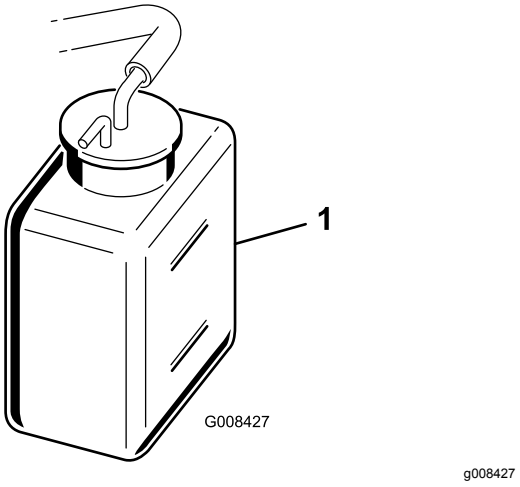

**Figur 45**
2. Kontrollera kylvätskenivån (Figur 45).